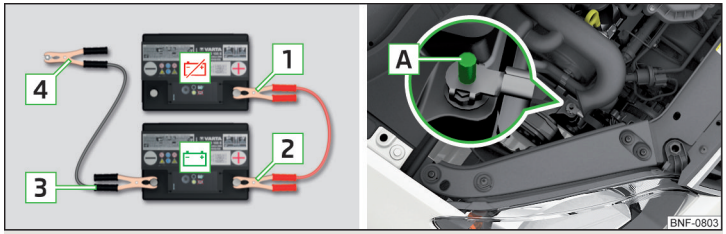

Fig. 155 **Jump-starting: - Discharged battery, - power-supplying battery / ground point of the engine for the START-STOP system**
- For vehicles **with** the START-STOPsystem, attach clamp 4 to the ground point of the engine A» Fig. 155.